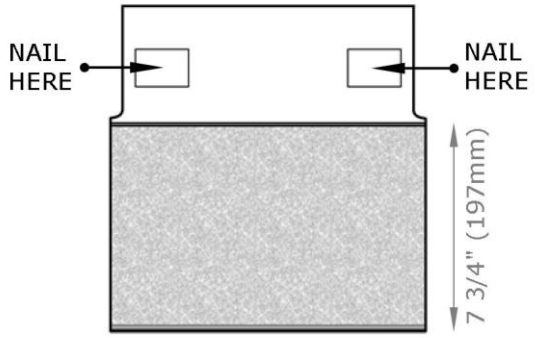

FIGURE 22 - Designer Slate Hip & Ridge Shingle
- Attach using two fasteners, a minimum of ***1 3/4" (44mm)*** in length. Fasteners must penetrate a minimum ***3/4" (19mm)*** into the roof deck or ***1/8" (3.2mm)*** through the roof deck. Install fasteners ***1" (25mm)*** from the edge of the Hip & Ridge Shingles, in the nailing zone indicated on each shingle. See **Figure 22**.